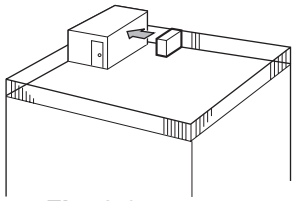

Fig. 2-3
① Coloque la salida de aire de frente a la pared más próxima a una distancia de unos 50 cm, 19-11/16 inch de ella. (Fig. 2-3)
② Si la unidad está situada en un lugar expuesto a vientos fuertes como huracanes que puedan entrar en la salida de aire coloque una guía para la salida de aire o una guía de aire.